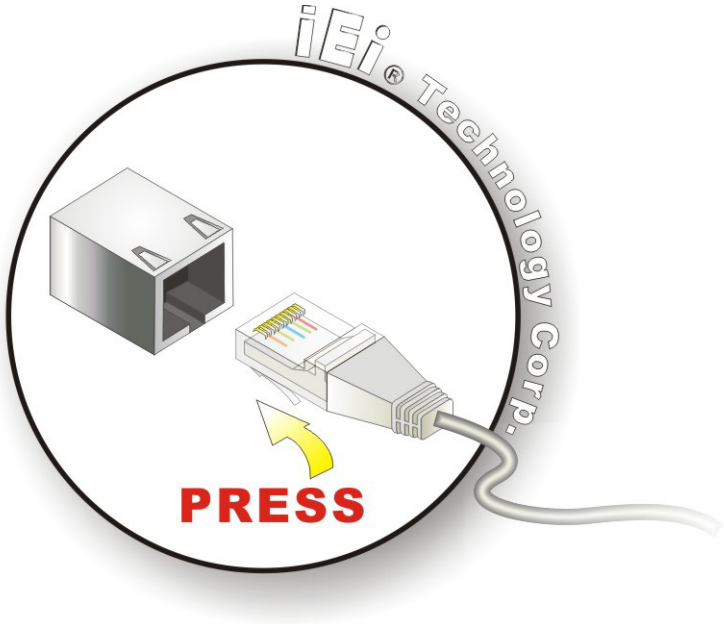

Figure 3-17: LAN Connection
Step 2: **Align the connectors.** Align the RJ-45 connector on the LAN cable with one of the RJ-45 connectors on the TANK-700. See **Figure 3-17**.